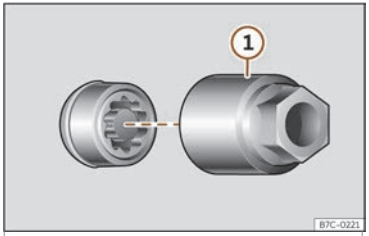

Fig. 37 Caragol antirobatori de la roda amb caputxó i adaptador.
- Encaixeu l'adaptador especial››› **fig. 37** ① (eina de bord››› **pàg. 45**) en el caragol antirobatori de la roda fins al límit.